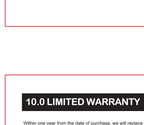

Figure 1
5.With the help of another person, do not create an opening in the wall; instead, align the installation holes on both sides of the fireplace with the wall anchor holes. Use wood screws to secure the fireplace body in the opening (see Figure 1).